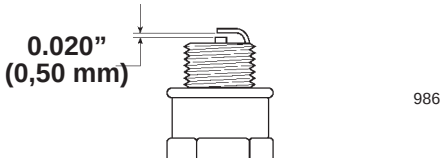

Abbildung 32
5. Den Elektrodenabstand an der neuen Zündkerze auf 0,50 mm (0.020”) einstellen (Abb. 32).